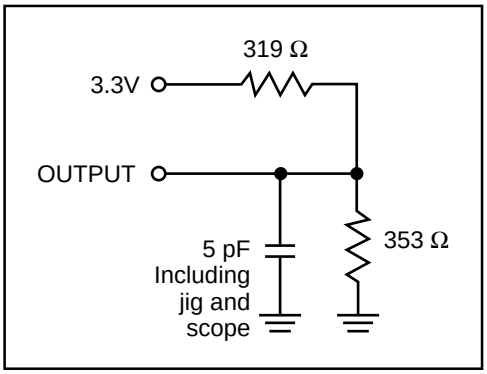

Figure 2.
2. Tested with the load in Figure 2. Transition is measured ±200 mV from steady-state voltage. Not 100% tested.
3. Tested with the load in Figure 2. Transition is measured ±500 mV from steady-state voltage. Not 100% tested.